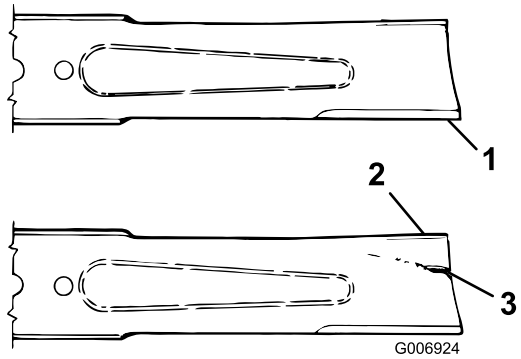

Figur 66
3. Undersök knivseggarna noggrant, i synnerhet där knivens flata och böjda del möts (Figur 66).
4. Byt ut kniven om den är sliten (Figur 66), se Serva knivplanet (sida 51).